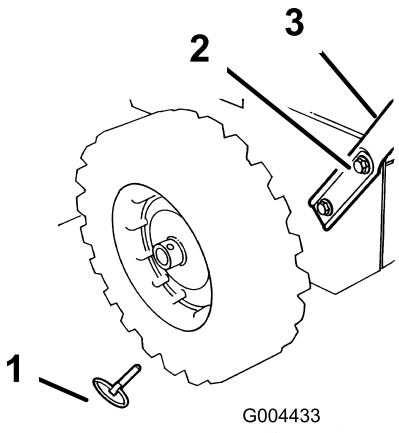

Figur 3
2. Ta bort låssprintarna från båda hjulen och skjut hjulen ca 3 cm utåt på axeln (Figur 3).
5. Passa in hålen på handtagets vänstra sida med hålen i vänster sidoplåt och skruva fast handtaget med två huvudskruvar och Belleville-brickor med fingrarna (Figur 3).